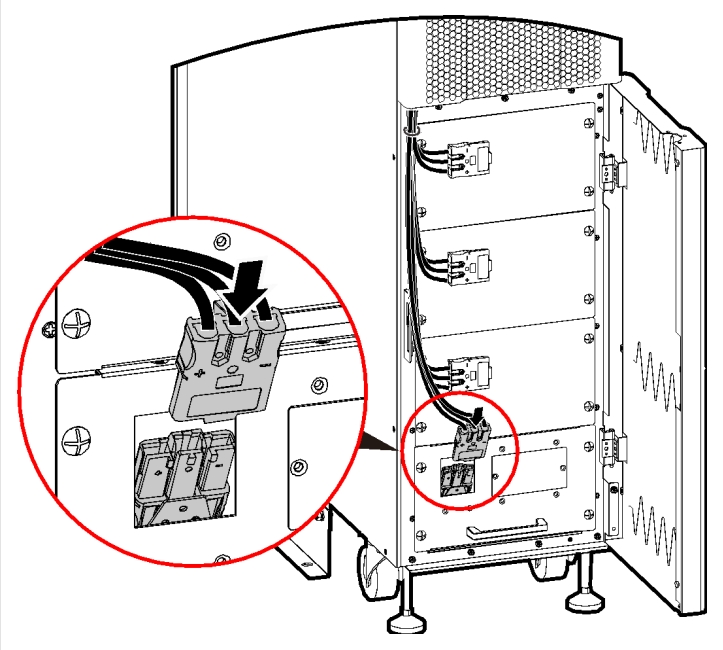

FIGURE 4-28 Step 8 — plug in the battery plug-in of each module (detail)
8. Plug in the battery plug-in of every installed module — one per module, two to four (Figure 4-28).